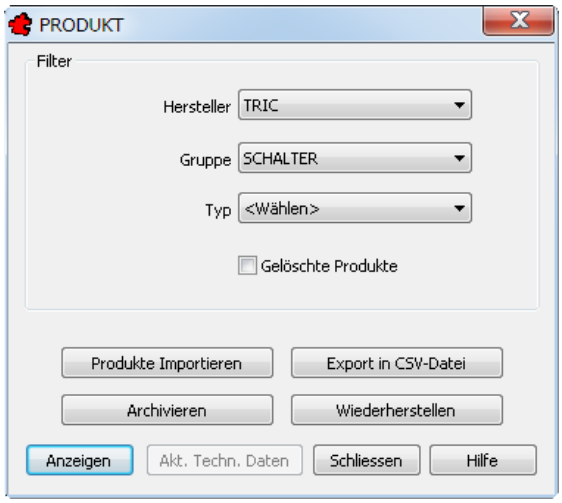

Bild 36.28 – Der CSV-Export von Produkten setzt zumindest die Wahl eines Herstellers voraus
- Wählen Sie unter *Filter* zunächst den *Hersteller*, gegebenenfalls auch die *Produktgruppe* und/oder den *Typ* der zu exportierenden Daten (Abb. 36.28).